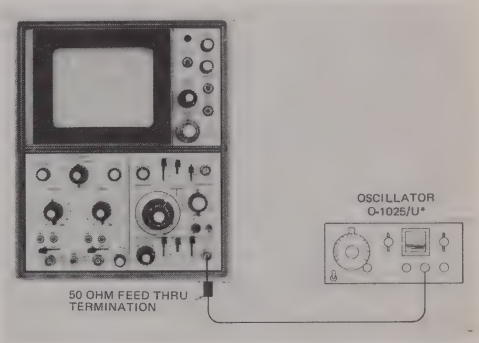

Figure 4-19. External Horizontal Amplifier
c. Set oscillator as in figure 4-19 at 50 kHz. With oscillator at 1.2 v peak-to-peak, check that there is more than 10 centimeters of vertical deflection with the LEVEL-HOR GAIN control set CW, and less than 1 centimeter of vertical deflection with the LEVEL-HOR GAIN control set CCW.